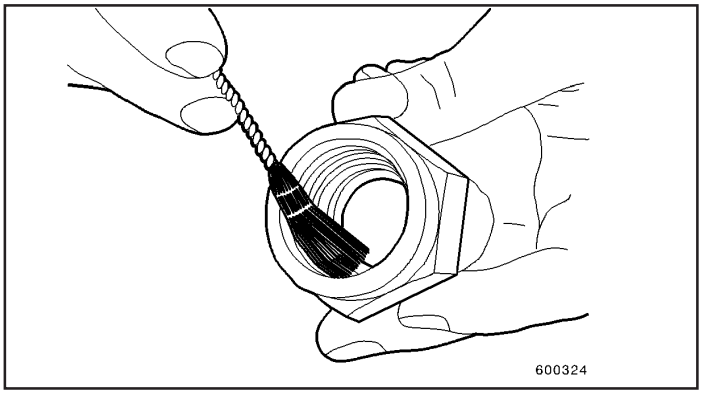

Fig.4
- a face interna da porca de união (Fig. 4).